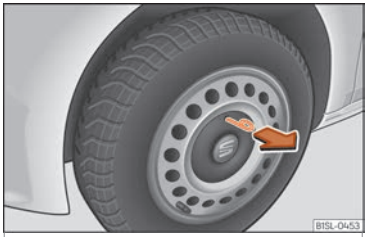

Fig. 51 Remove the hubcap of the steel wheel trim
- To remove, take the vehicle tool kit wire hook and attach it to the edge of the wheel trim ››› Fig. 51.